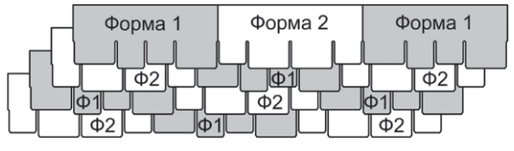

Рис. 20. Схема чередования гонтов гибкой черепицы Döcke LUX коллекции «Саппоро».
8.2.6 Для создания гармоничного рисунка кровли гонты гибкой черепицы Döcke LUX коллекции «Саппоро» при монтаже необходимо чередовать по схеме, представленной на рис. 20.